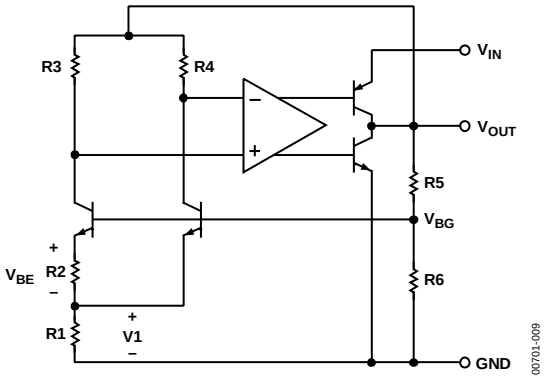

Figure 9. Simplified Schematic
The AD1582/AD1583/AD1584/AD1585 use the band gap concept to produce stable, low temperature coefficient voltage references suitable for high accuracy data acquisition components and systems. These parts of precision references use the underlying temperature characteristics of a silicon transistor's base emitter voltage in the forward-biased operating region. Under this condition, all such transistors have a –2 mV/°C temperature coefficient (TC) and a V_{BE} that, when extrapolated to absolute zero, 0 K (with collector current proportional to absolute temperature), approximates the silicon band gap voltage. By summing a voltage that has an equal and opposite temperature coefficient of 2 mV/°C with the V_{BE} of a forward-biased transistor, an almost 0 TC reference can be developed. In the AD1582/AD1583/AD1584/AD1585 simplified circuit diagram shown in Figure 9, such a compensating voltage, V1, is derived by driving two transistors at different current densities and amplifying the resultant V_{BE} difference (ΔV_{BE}, which has a positive TC). The sum of V_{BE} and V1 (V_{BG}) is then buffered and amplified to produce stable reference voltage outputs of 2.5 V, 3 V, 4.096 V, and 5 V.